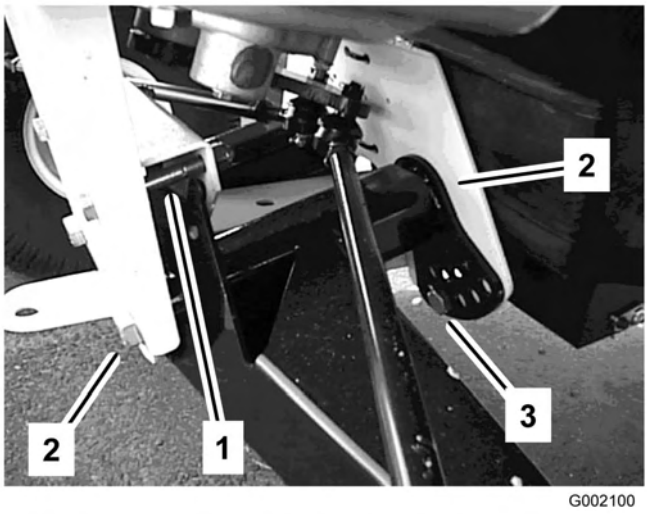

Figuur 42
2. Verwijder de bout waarmee de speling wordt begrensd (Figuur 42).
3. Draai de centreerbouten in de voorste A-arm los (Figuur 42).
4. Verwijder de bout om de rijhoogte in te stellen (Figuur 42).
5. Draai de voorste A-arm in de gewenste positie (zie opmerking hieronder) en monteer de bout om de rijhoogte in te stellen (Figuur 42).
7. Monteer de bout waarmee de speling wordt begrensd (Figuur 42).